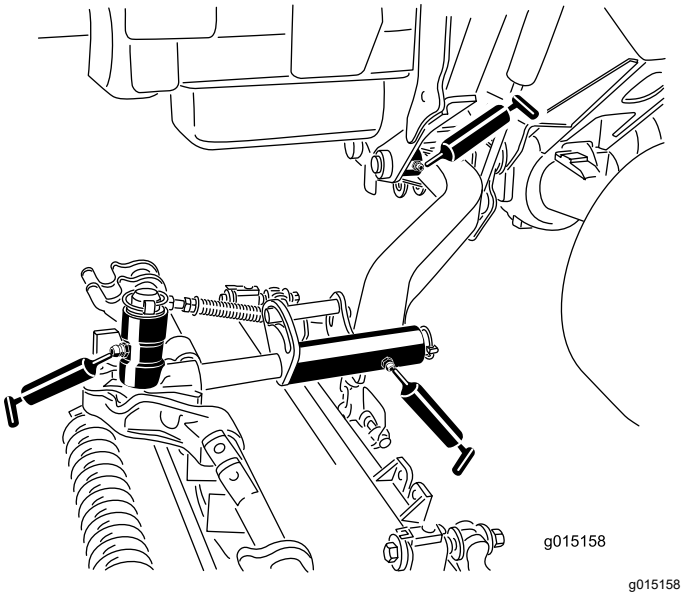

Figur 47
- Løftearmens tapphylser (én per klippeenhet) (Figur 47)
- Klippeenhetens bæreramme (to per klippeenhet) (Figur 47)
- Klippeenhetens løftearmtapp (én per klippeenhet) (Figur 47)